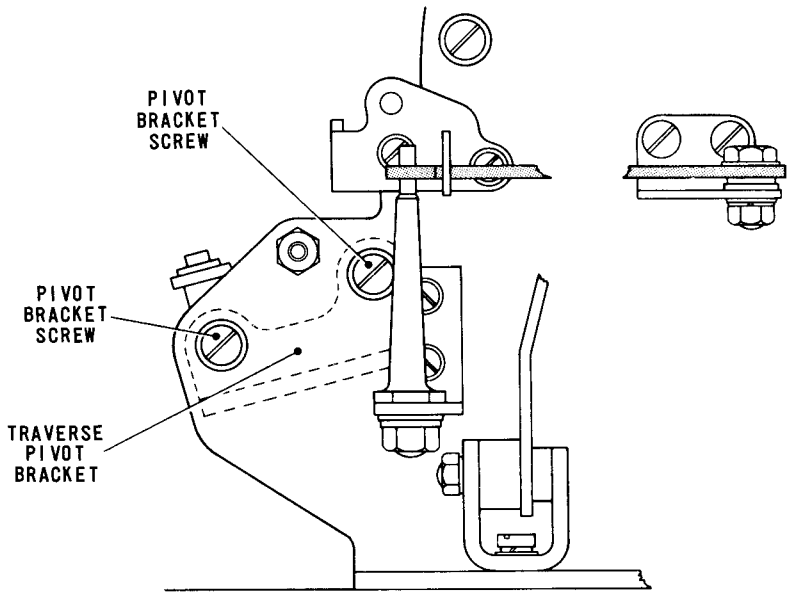

Fig. 4.34 PECKER/SELECTION PIN ENGAGEMENT
40.2 To adjust, remove the operation counter, slacken the screws securing the traverse pivot bracket, Fig.4.34, and reposition the bracket until the above conditions are satisfied for both sets of pins. Tighten the bracket screws and refit the operation counter.